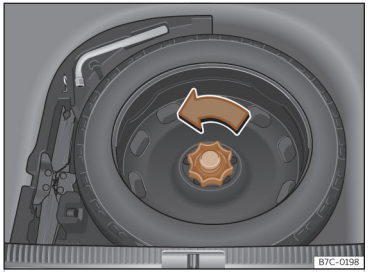

Fig. 224 En el maletero: piso de carga alzado.
- Gire la ruedecilla en sentido contrario a las agujas del reloj ››› fig. 224.